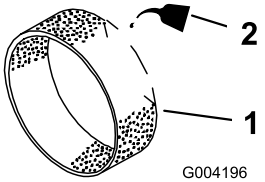

**Figuur 18**
3. Giet 29,6 tot 59,1 ml olie op het groffilterelement (Figuur 18).